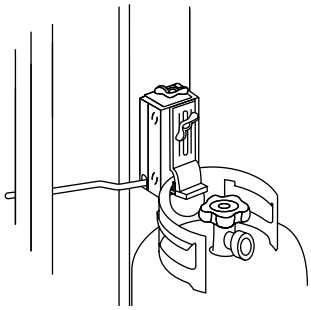

Figure 4
b) Loosen the tank lock wing nut. Swing the tank lock down. Tighten the wing nut. Figure 4.